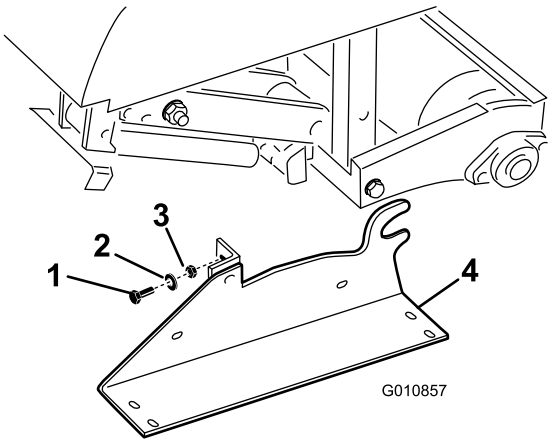

Figuur 25
2. Verwijder de bouten, borgringen en moeren waarmee de opslagstandaarden aan beide uiteinden van de beluchter zijn bevestigd (Figuur 25).